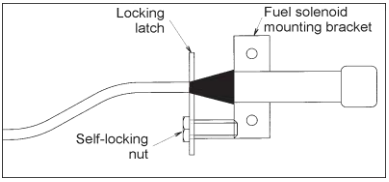

Imagen 4.1
3. Opere manualmente la conexión de solenoide combustible y fíjela en esta posición con el seguro de bloqueo (ver imagen 4.1).
3. Opere manualmente la conexión de solenoide combustible y fíjela en esta posición con el seguro de bloqueo (ver Imagen 4.1).